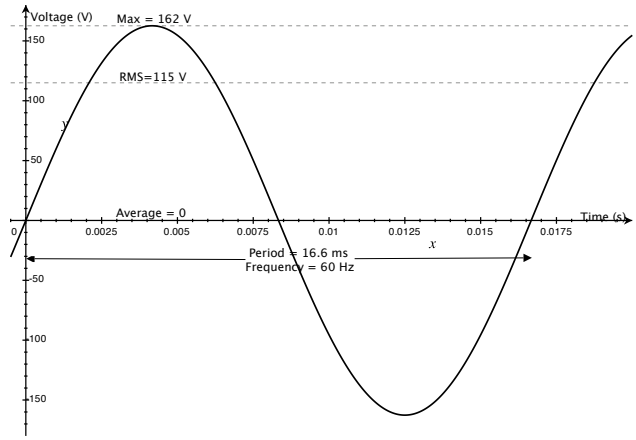

FIGURE 2: AC VOLTAGE SHOWING MAXIMUM AND MINIMUM VALUES ALONG WITH THE RMS VALUE, PERIOD, AND FREQUENCY
Previously we assumed that the voltage applied to the resistor (or light bulb) was constant. However, the mains voltage in the United States varies between 162.15 V and –162.15 V. Figure 2 shows the sine wave for this alternating current (AC) voltage. A number of parameters can be derived. We have the top (maximum) value of the voltage (162.15 V), the average (over a integer number of periods) voltage (0 V), and the root mean square (RMS) voltage (which is the rated voltage of the mains, i.e., the effective voltage). For a sine wave the maximum voltage is $\sqrt{2}$ times the RMS voltage. If the curve is not a sine wave the factor is different. The ratio between the peak (max) value of a signal and the RMS value of this signal is called the crest factor. A direct current (DC) voltage has a crest factor of 1, and a pure sine wave 1.41 ($\sqrt{2}$).